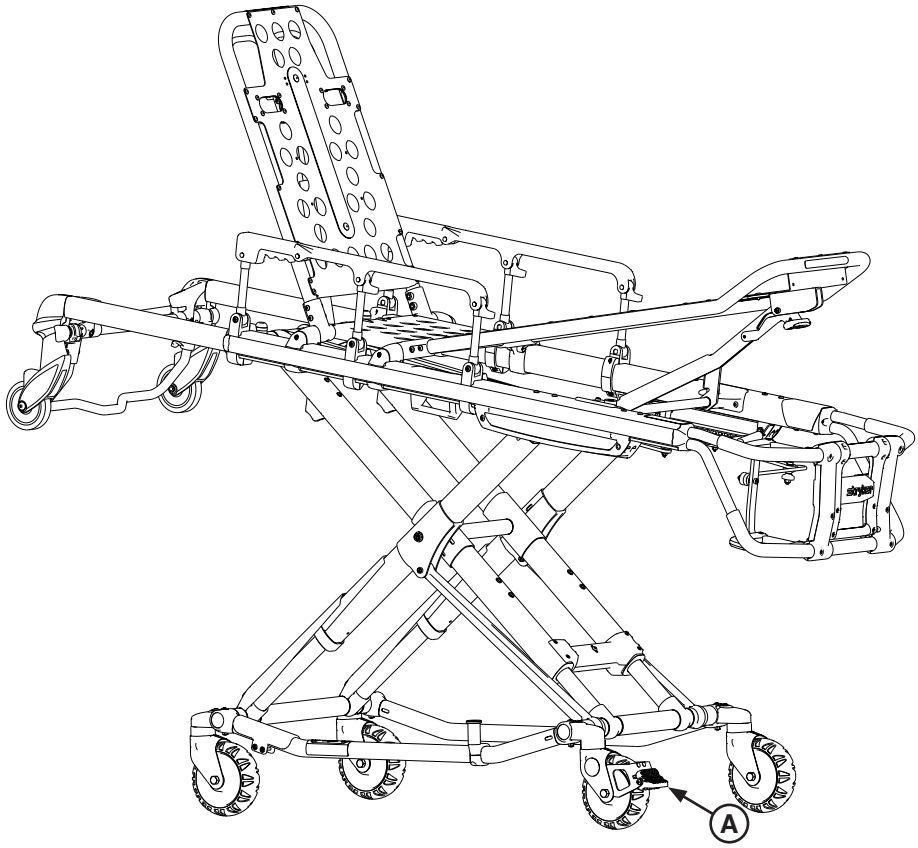

Figure 37
Pour activer les blocages de roue en option, presser la pédale (A) à fond, comme le montre la Figure 37, jusqu'à ce qu'elle bute et qu'elle appuie fermement sur la surface de la roue.